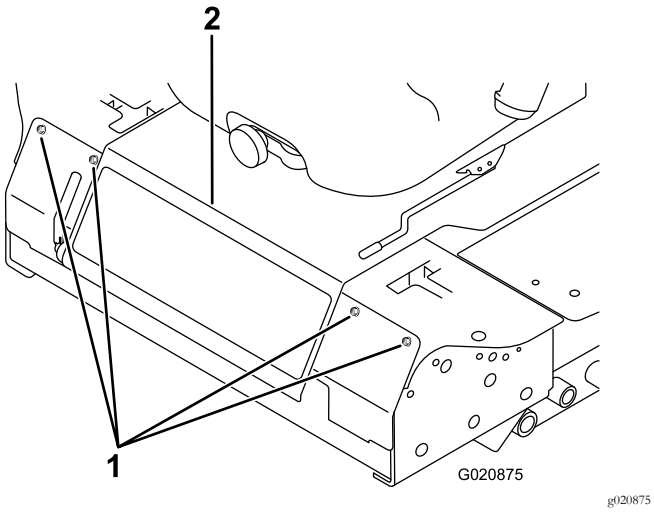

Figuur 57
3. Draai de bouten los waarmee het voorpaneel vastzit, en verwijder het paneel (Figuur 57).